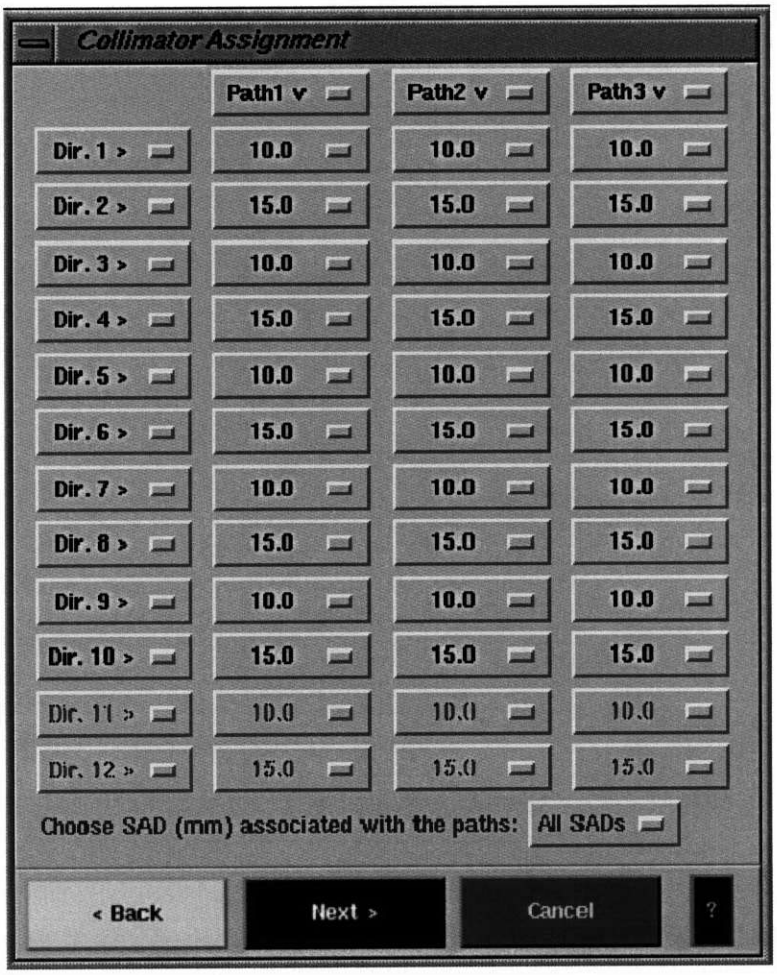
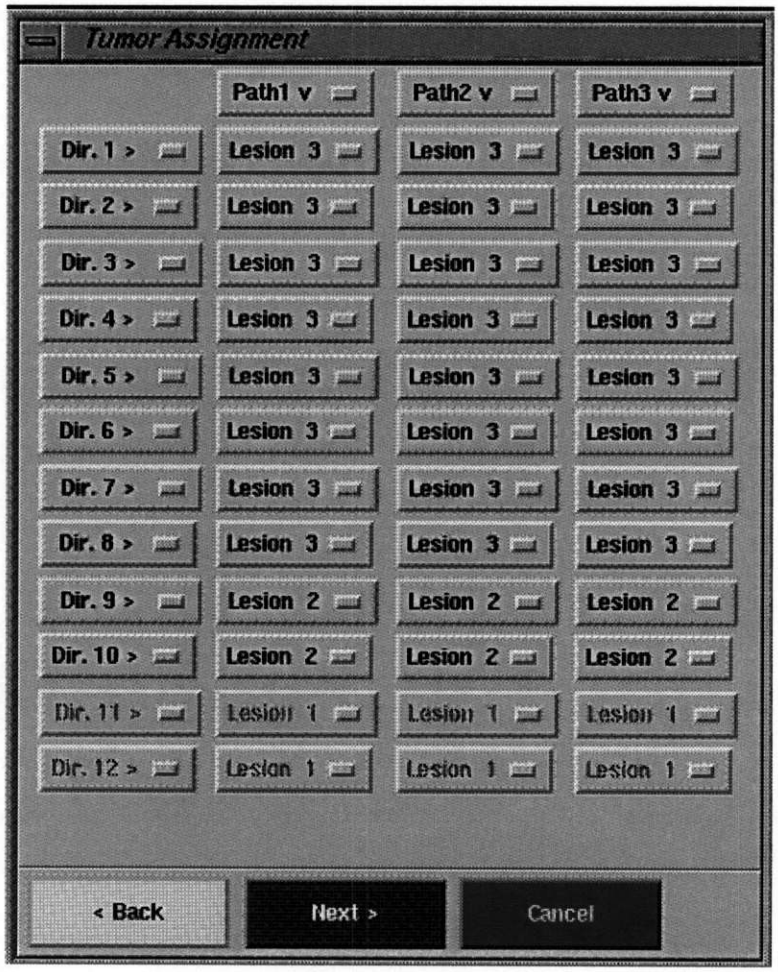
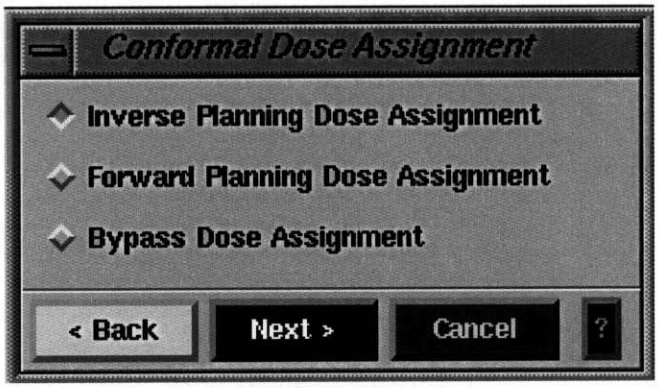

**Figure 38 Path/Direction Collimator Assignment**
**Figure 39 Path/Direction Tumor Assignment**
**Figure 40 Conformal Shape Dose Assignment Methods**
**Step 2.** Click **NEXT** to advance to the Collimator Assignment (*Figure 38 Path/ Direction Collimator Assignment, page 42*), if more than one collimator was selected. If you are planning with one collimator, but will treat more than one delineated lesion, **NEXT** advances to the Tumor Assignment (*Figure 39 Path/ Direction Tumor Assignment, page 43*) window. **NEXT** advances to the Conformal Shape Dose Assignment (*Figure 40 Conformal Shape Dose Assignment Methods, page 44*) window. Click **CANCEL** to exit the wizard without creating a plan.
Click **NEXT** to continue to the Tumor Assignment (*Figure 39 Path/Direction Tumor Assignment, page 43*) window, if more than one tumor has been delineated. **NEXT** advances to the Conformal Shape Dose Assignment (*Figure 40 Conformal Shape Dose Assignment Methods, page 44*) window. **BACK** returns the planning system to the Conformal Beam Assignment window. **CANCEL** exits the wizard.
Click **NEXT** to continue to the Conformal Shape Dose Assignment (*Figure 40 Conformal Shape Dose Assignment Methods, page 44*) window. **BACK** returns the planning system to the previous window. **CANCEL** exits the wizard.